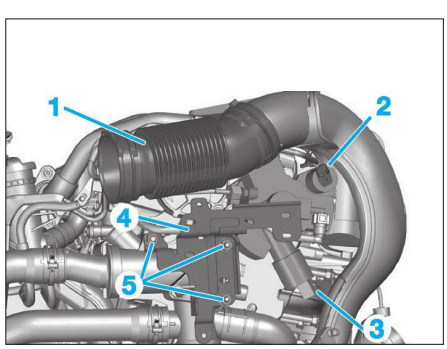

Fig. 31
- le conduit d'air (1) **(Fig.31)**.
• Débrancher les connecteurs (2) et (3).
• Écarter le faisceau électrique attenant au support (4).
- les écrous (5)
- le support (4) du faisceau électrique